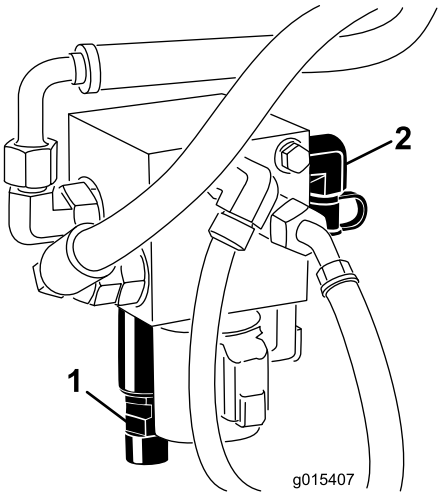

Figur 14
3. Koble en trykkmåler til teståpningen bak venstre løftemanifold (Figur 14).
4. Foran på løftemanifolden fjerner du hetten fra motvektsspolen på manifolden (Figur 14).
5. Løsne låsemutteren nederst på motvektsspolen (Figur 14).